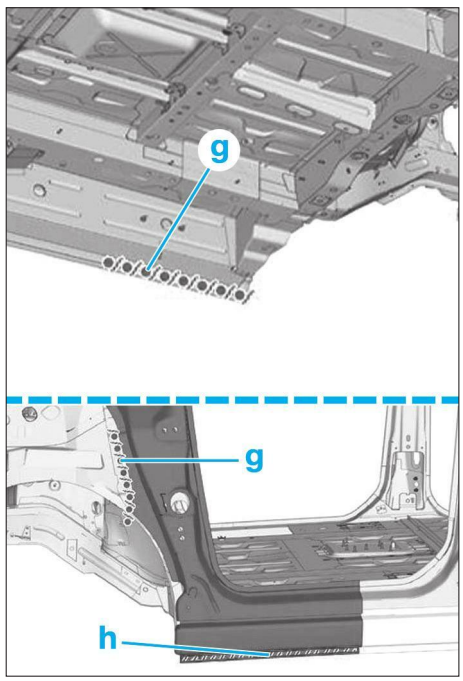

FIG. 48
• Appliquer une couche d'impression phosphatante sur la zone mise à nue **(Fig.48)**.